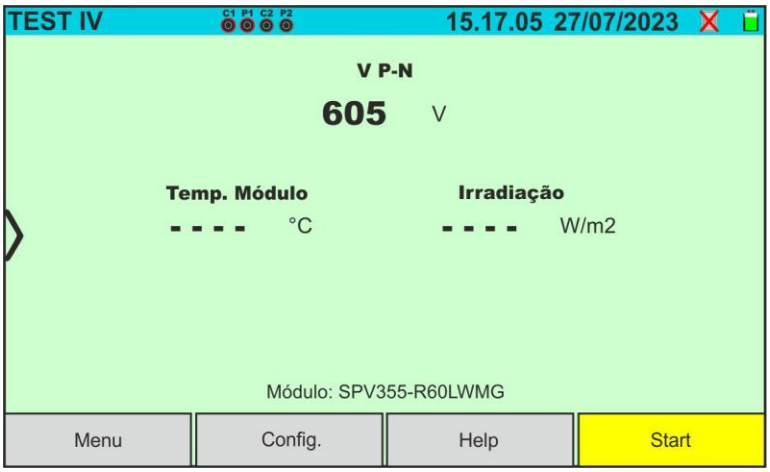

Fig. 35: Primeiro ecrã de teste I-V sem unidade remota em módulos Monofaciais
4. No caso dos módulos **Monofaciais**, o ecrã da Fig. 35 é apresentado no visor. São apresentados os seguintes parâmetros: